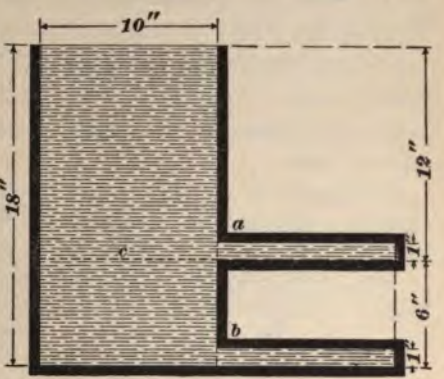

FIG. 6.
13. Lateral (Sidewise) Pressure.—Suppose the top of the vessel shown in Fig. 6 is 10 inches square and that the projections at *a* and *b* are 1 inch square.